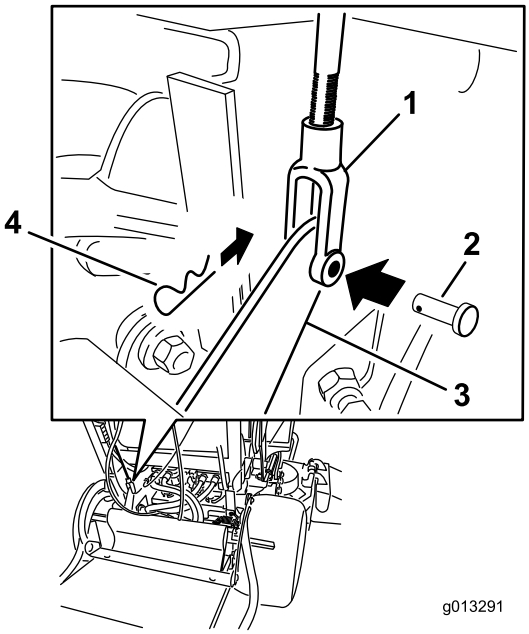

Figur 63
4. Justera bromsen genom att ta bort sprintbulten och hårnålssprinten från den nedre bromsspaken och oket (Figur 63).
7. Fäst oket vid den nedre bromsspaken med hjälp av sprintbulten och hårnålssprinten (Figur 63).